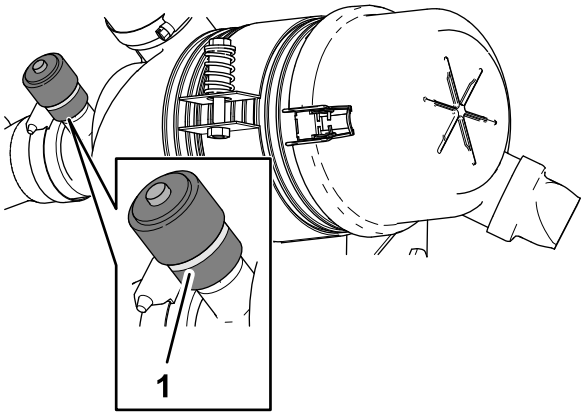

Figur 112
3. Kontrollér serviceindikatoren for enden af luftfilterhuset (Figur 112).